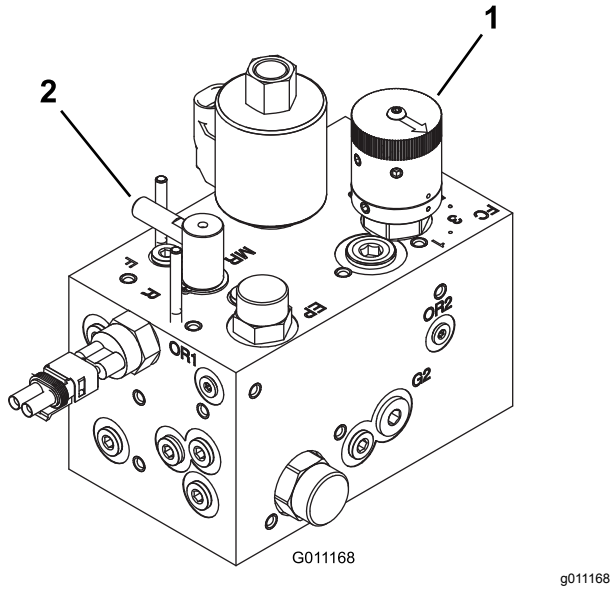

Figur 76
3. Drej baglapningsknappen til baglapningspositionen. Drej knivcylinderens hastighedsregulator til position 1 (Figur 76).